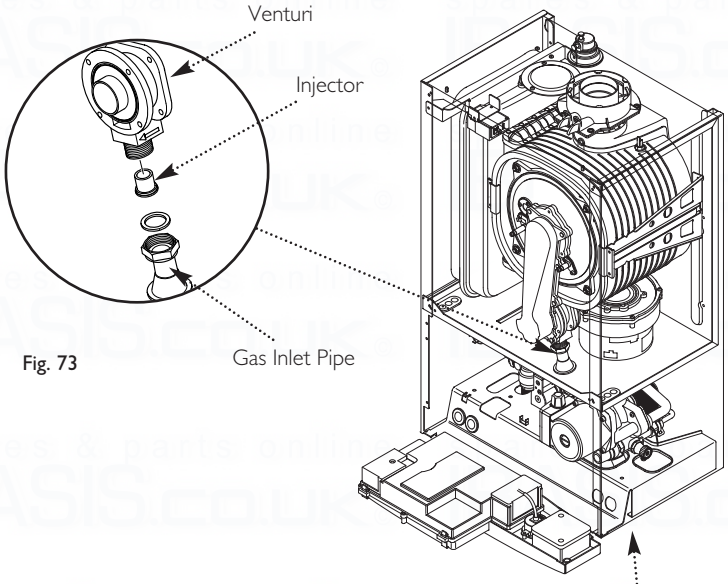

Fig. 73
9. Undo the nut on the gas inlet pipe to the venturi (Fig. 73) and pull the sensing pipe off the fan.